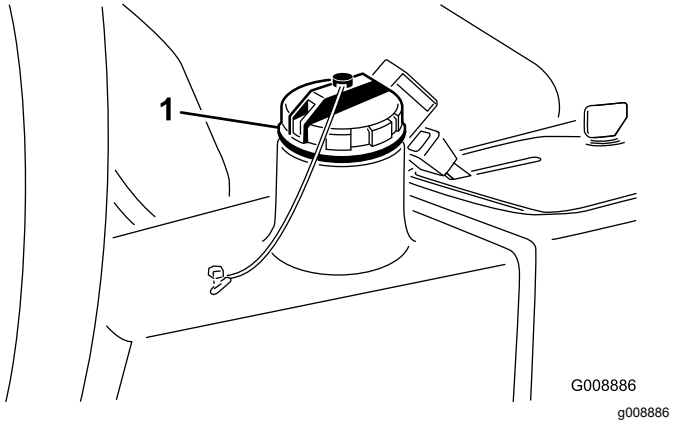

**Figur 30**
2. Gör rent omkring påfyllningsröret och hydraultanklocket (Figur 30). Skruva av locket.